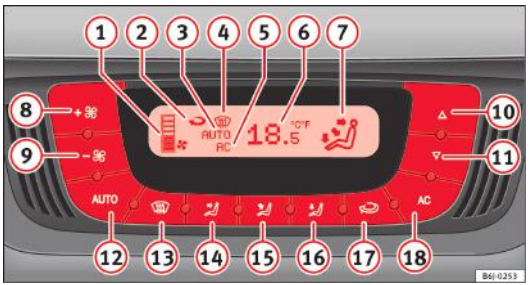

Fig. 104 Comenzile sistemului Climatronic de pe planşa de bord
– Apăsaţi tastele ⑩ şi ⑪ ⇒fig. 104 pentru reglarea temperaturii.
① Indicator turaţie aerotermă.
② Afişajul pentru recircularea aerului:
③ Afişajul **AUTO** (funcţionare automată)
④ Indicatorul pentru dezaburire
⑤ Indicatorul AC (sistemul de răcire conectat)
⑥ Indicatorul de temperatură selectată în habitaclu
⑦ Indicatorul de direcţie a fluxului de aer
⑧ Creşterea turaţiei ventilatorului
⑨ Reducerea turaţiei ventilatorului
– Apăsaţi butonul AUTO. Va apărea indicaţia ⇒fig. 104 (7).
– Apăsaţi tastele (10) şi (11) ⇒fig. 104 pentru reglarea temperaturii dorite în habitaclu. Valoarea recomandată este de 22 ℃ (72 °F).
– Apăsaţi unul dintre butoanele de la ⇒fig. 104 (14) la (16) sau apăsaţi butoanele (8) şi (9), pentru controlul aerotermei. Indicatorul se stinge (3).
Aeroterma poate fi reglată prin intermediul butoanelor (8) şi (9) ⇒fig. 104. În cazul în care este dezactivată aeroterma (nu este afişat nivelul (1)) şi se menţine apăsat butonul (9), sistemul Climatronic se dezactivează. Pe ecran apare afişajul **OFF** (dezactivat).
– Apăsaţi butonul pentru activarea sau dezactivarea recirculării aerului. Acest mod este activat dacă simbolul ⇒ fig. 104 este afişat pe ecran.